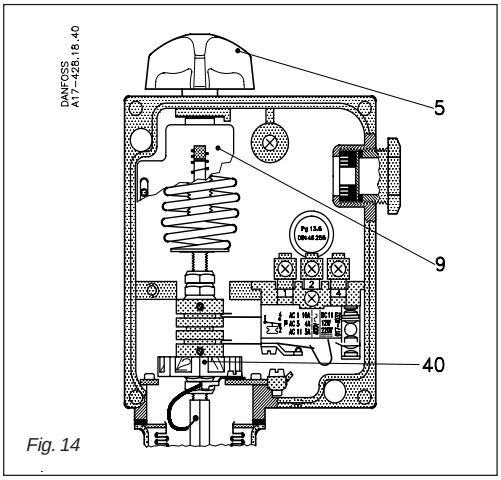
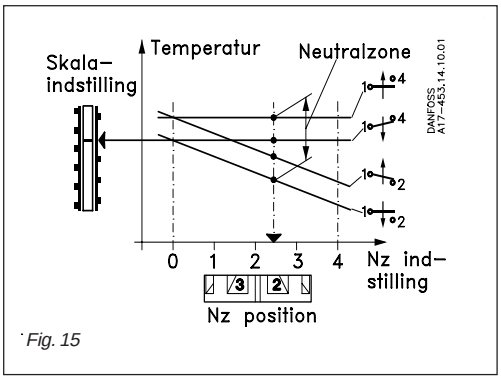
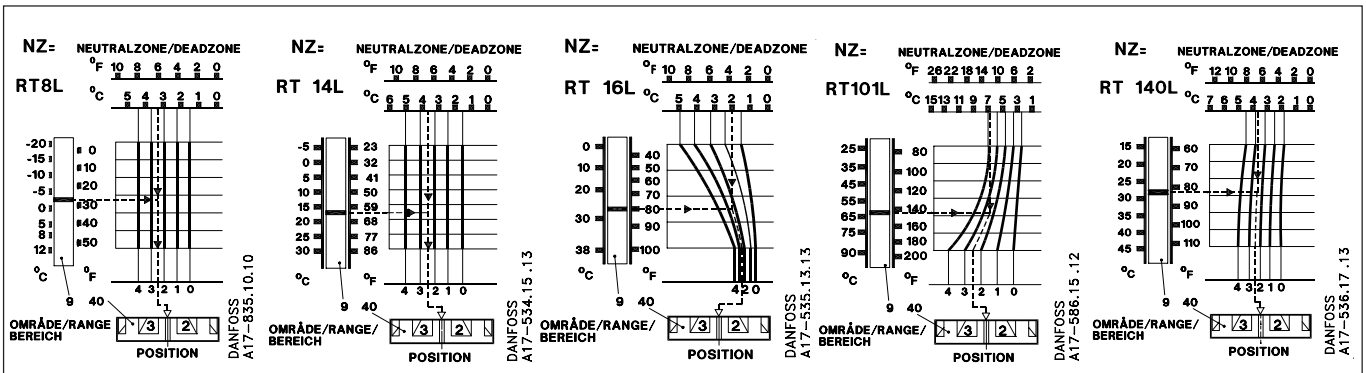

Fig. 14
Fig. 15
Fig. 16
L'impostazione viene effettuata mediante apposita manopola (5), fig. 14, leggendo la scala principale (9). Il valore di impostazione è la temperatura di apertura dei contatti 1-4, fig. 15. La zona neutra necessaria deve essere individuata nel grafico relativo all'unità interessata, fig. 16. La posizione nella quale il disco di zona neutra (40) deve essere impostato, può essere letta nella scala inferiore del diagramma.
Agendo sulla manopola di regolazione, impostare il termostato a 24°C. Le linee tratteggiate del grafico relativo a RT 16L, fig.16 si intersecano fra di loro sulla curva nella posizione 2.8 e quindi il disco di regolazione della zona neutra (40) deve essere impostato in quella posizione.